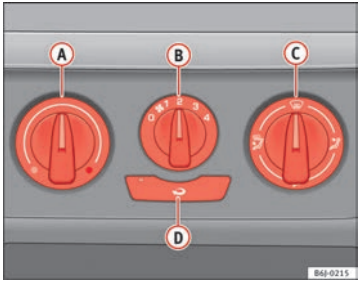

Fig. 90 Heating controls on the dash panel
– Using the controls (A) and (C) and with the switch (B) ⇒ Fig. 90 you can adjust the temperature, the air distribution and the blower speed.
– Press the button (D) to switch air recirculation mode on or off. When the function is activated, a warning light on the button is turned on.